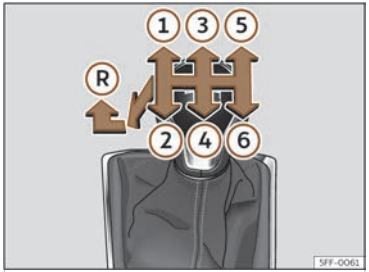

Fig. 125 Grille des vitesses de la boîte manuelle à 6 vitesses.
Les positions des vitesses sont représentées sur le levier de vitesses >>> **fig. 125**.
- Au point mort, appuyez sur le levier de vitesses, déplacez-le complètement vers la gauche puis vers l'avant pour passer la marche arrière ››› fig. 125 Ⓡ.